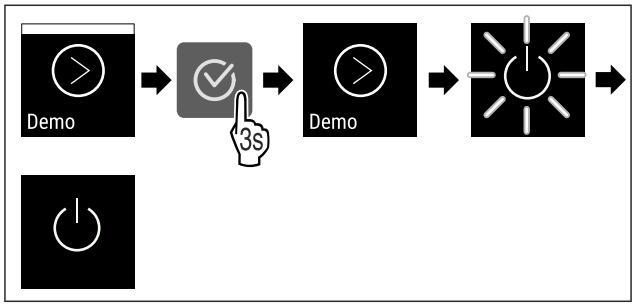

Fig. 100
▶ Ejecutar los pasos (consulte Fig. 100) .